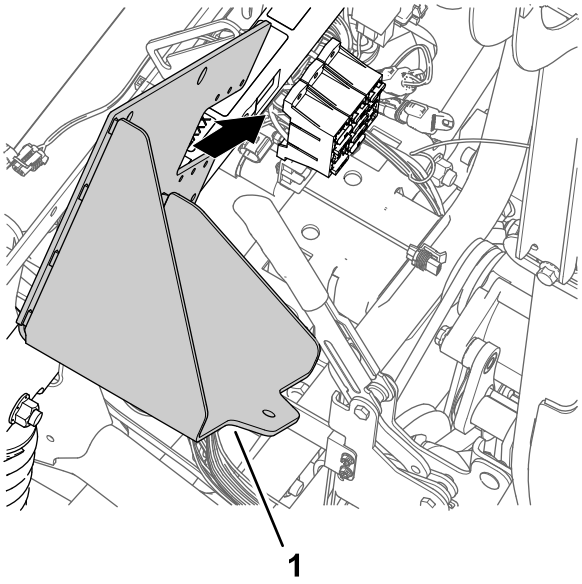

Rysunek 175
1. Przyłóż nowy wspornik akumulatora do rury wspornika amortyzatora maszyny i bloków bezpieczników (Rysunek 175).